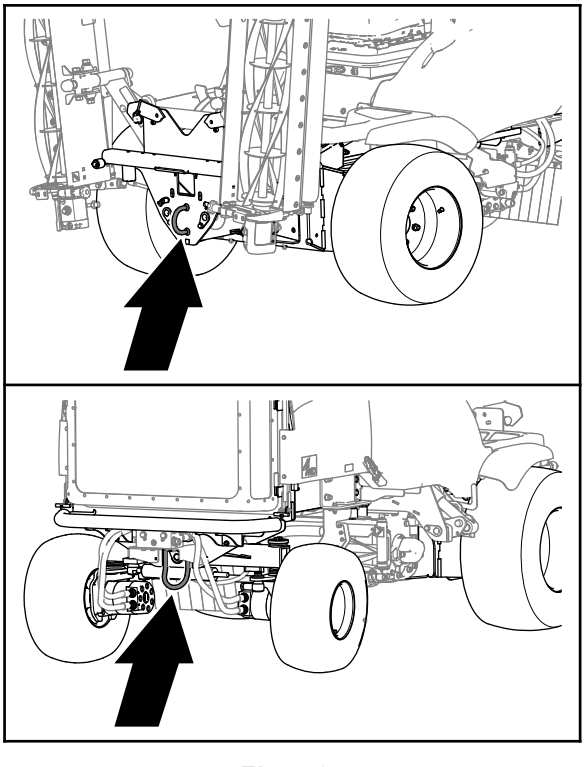

Figur 34
5. Tilslut et **bøjningsstivt** bugsertræk mellem maskinens forreste bugserring og bugseringskøretøjet (Figur 34).